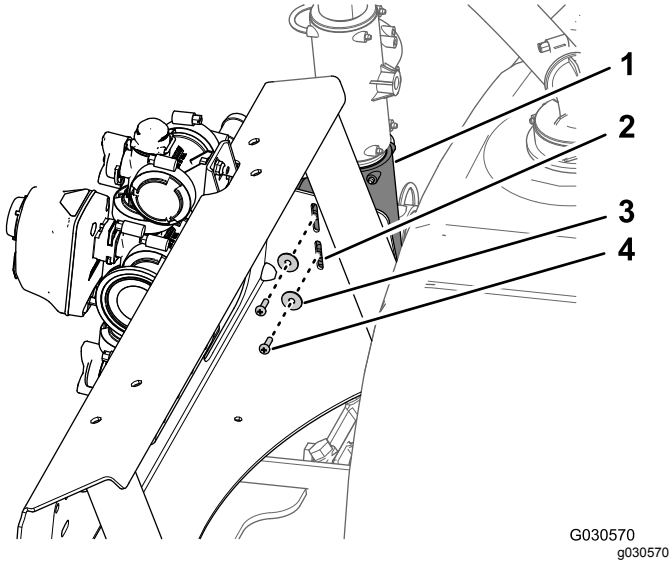

Figur 101
4. På venstre side af manifoldbeslaget – ret hullerne i T-fittingen ind med åbningerne i manifoldbeslaget (Figur 101).
5. Fastgør T-fittingen på manifoldbeslaget (Figur 101) med to rundhovedede skruer (nr. 10 x 5/8 tomme) og to spændeskiver (nr. 10), du fjernede i trin 1 i 18 Afmontering af manifoldbeslaget til 3-bomsektionssystemet (side 43).